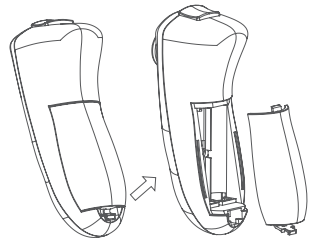

Figure 4
a. Turn off the switch of the remote control, extract the battery cover,refer to figure 4.